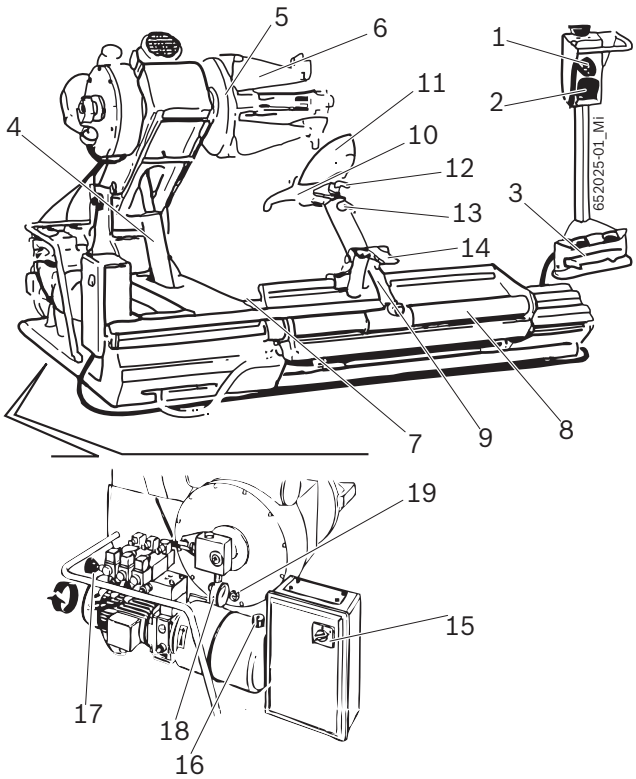

Fig. 1: MS 75 SA
The locking flange is driven by the high pressure hydraulic circuit, adjustable from 20 to 130 bar by turning the dedicated knob (Fig. 1, pos. 17) and reading the value on the manometer (Fig. 1, pos. 18). The normal working pressure is 130 bar. For weak or particularly thin rims it is necessary to decrease this pressure.
For wheels having a diameter of less than 800 mm or more than 1500 mm, it is suggested to take off the mounting tool pin (Fig. 1, pos. 12) and put it in the second hole.